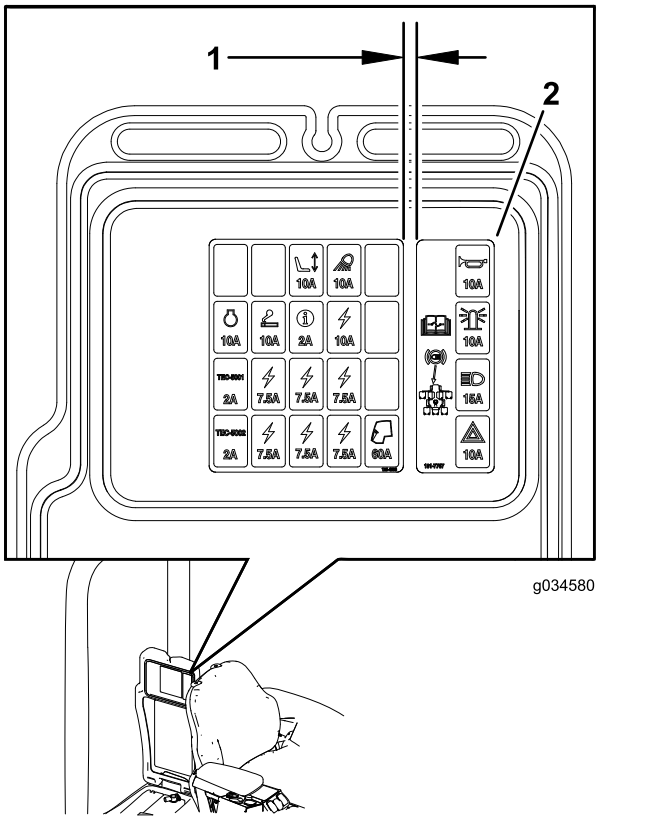

Figure 33
2. Install the fuse-box decal to the storage-box cover (Figure 33).